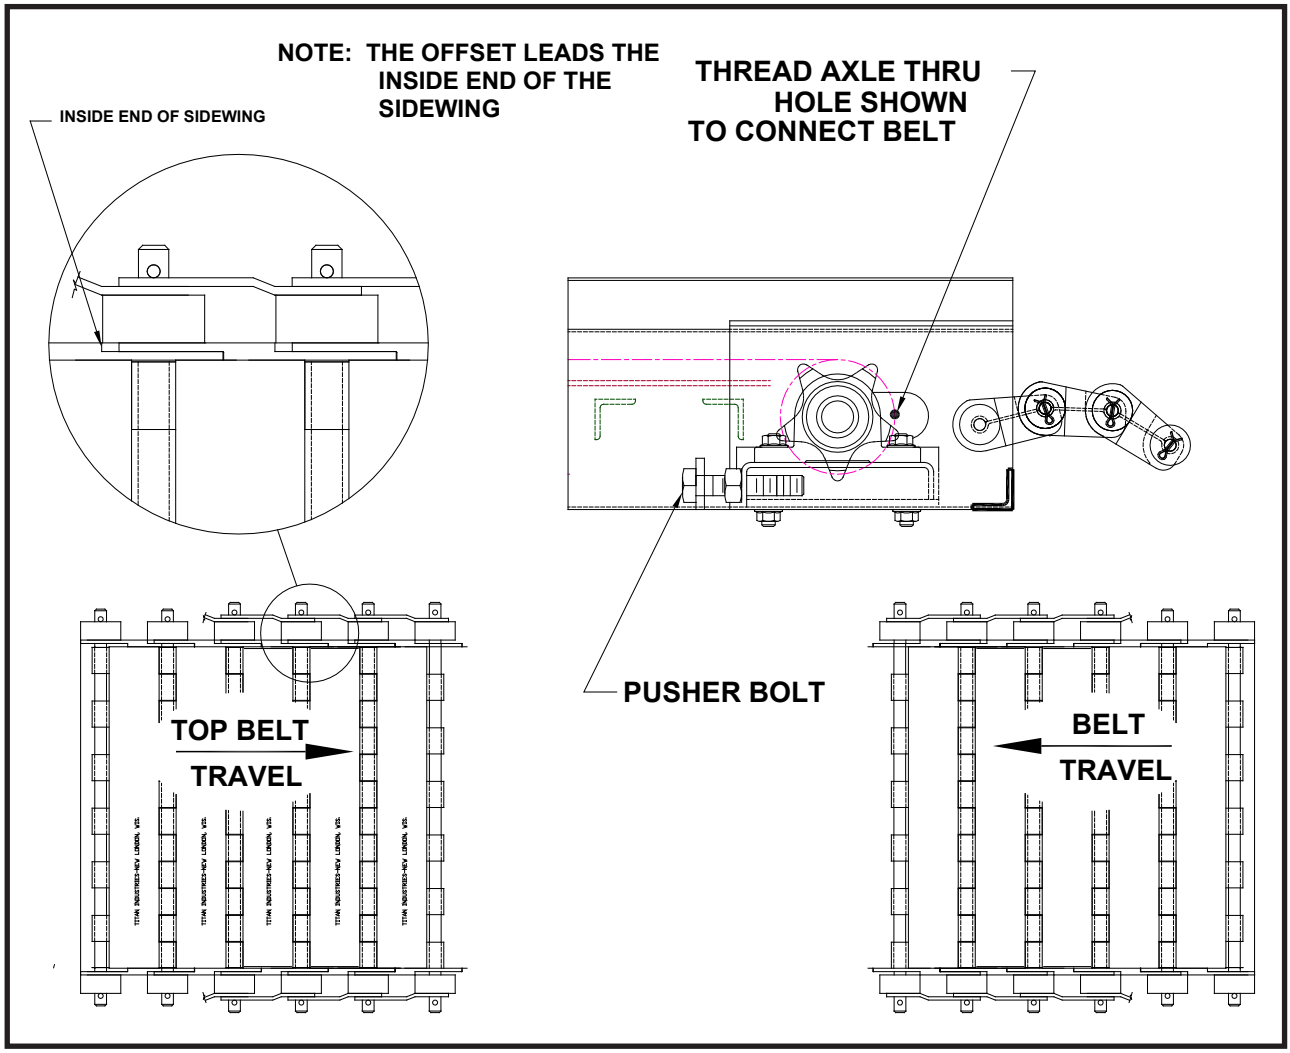

FIGURE 4
3. Feed the belt upside down into the return track. See ***FIGURE 4***. If your belt was shipped in more than one section leave, a length of belt outside the frame to allow for connection of the next section of belt.
5. For final connection thread an axle thru the hole provided in the head plate to join the interlocking belt ends. See ***FIGURE 4***
2. Run the belt for several hours before placing the conveyor into production. During this time watch how thebelt is tracking. If the belt is running off to one side, loosen the bearing (on the drive end), on that side and with the pusher bolt provided (See ***FIGURE 4***) move the driveplate out slightly. This will force the belt towards the opposite side. When the belt is tracking properly, tighten down the bearing and lock the pusher bolt in place with the locking nut provided.